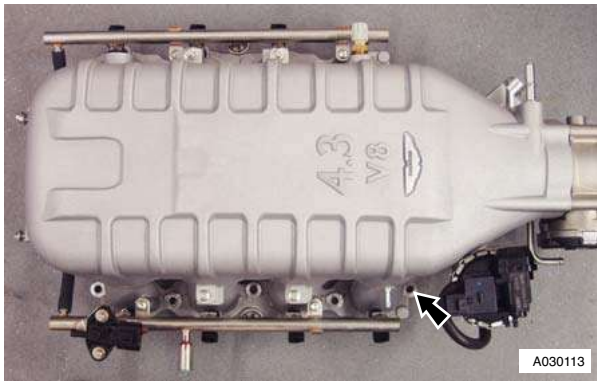

Figure 1
43. Remove manifold bolts (x 10) (see Figure 1).